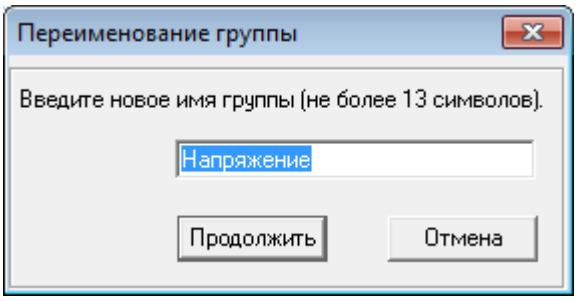

Рисунок 4.26 – Переименование группы
- в появившемся диалоговом окне (Рисунок 4.26) ввести новое имя группы (не более 13 знаков);